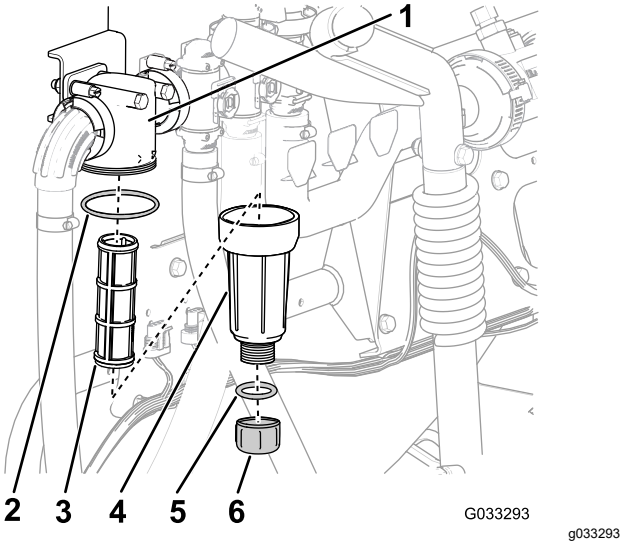

Figur 61
2. Placera ett kärl under tryckfiltret (Figur 61).
3. Vrid avtappningspluggen motsols och ta bort den från tryckfiltrets skål (Figur 61).
4. Vrid skålen motsols och avlägsna den från filterhuvudet (Figur 61).
5. Ta bort det gamla tryckfiltret (Figur 61).
6. Kontrollera att avtappningspluggens o-ring (sitter på insidan av skålen) och skålens o-ring (sitter på filterhuvudets insida) inte är slitna eller skadade (Figur 61).
7. Montera det nya tryckfiltret i filterhuvudet (Figur 61).
8. Montera skålen på filterhuvudet och dra åt för hand (Figur 61).
9. Montera pluggen i skålen och dra åt den för hand (Figur 61).